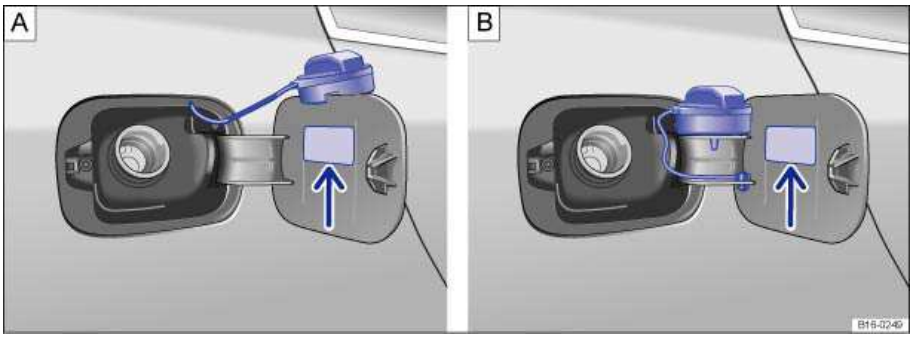

Fig. 139 Fuel cap placed on the open fuel filler flap: Versions A and B.
- Unscrew the fuel cap counterclockwise and remove. Depending on the type of fuel cap, use either the edge of the fuel filler flap ⇒ fig. 139 **A** or the slot on the fuel filler flap hinge **B** to hold the cap while refueling.
The correct fuel grade for your engine is shown on a sticker located on the inside of the fuel filler flap ⇒ fig. 139.